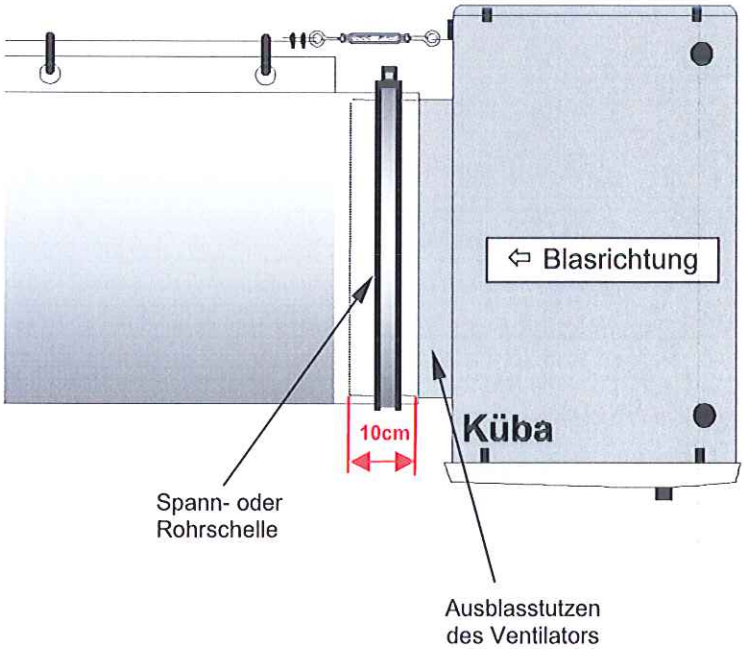

Abb. 7
1. Das offene Ende des Belüftungsschlauches wird ca. 10 cm über den Ausblasstutzen des Ventilators geschoben (Abb. 7).